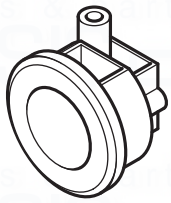

Fig. 29
4. Slacken the unused cable clamp on the LH side of the boiler chassis (Fig. 29). Insert the external control wiring through the clamp and route it to the terminal block.